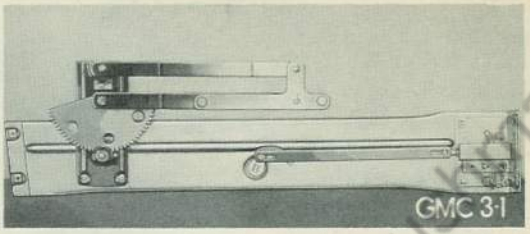
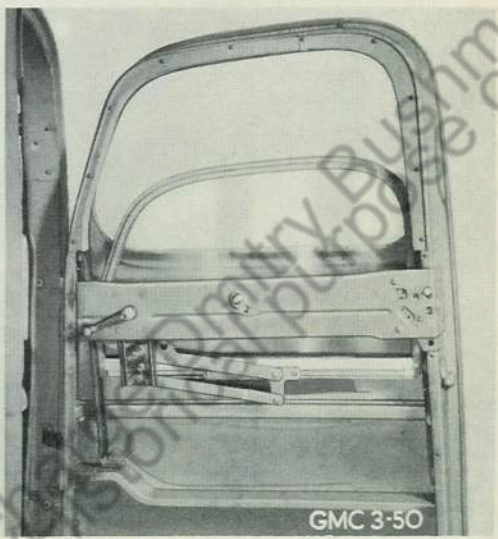

Fig. 11 Window Regulator, Remote Control and Door Latch on Latch Rail
Fig. 12 Latch Rail Installed on Door
Door window glass is raised or lowered by a crank operated gear and sector regulator, Fig. 11. Glass is set in a metal frame which provides support and freedom from looseness and rattles. A rubber filler strip is fitted between glass and frame. Frame lower channel is attached to "U" shaped section of frame with sleeve nuts and screws. Lugs on bar of regulator fit into lower channel groove and connect glass to regulator. Refer to Fig. 12.
Crank operated gear and sector door window regulator, door latch and door latch remote control units are all attached to latch rail or panel under door trim panel. Rail is attached to door with screws at each end. Refer to Figs. 11 and 12. Latch rail can be removed and units attached to it replaced as follows:
8. Install new regulator unit in position shown in Fig. 11 by attaching with screws.
on end of latch rail as shown in Fig. 11 by attaching screws.